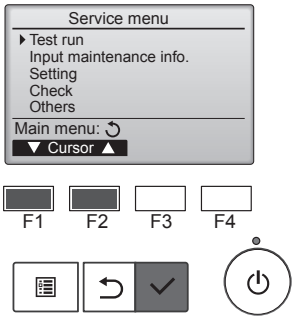

Fig. 7-1
① Seleccione “Test run” (Testar funcio.) no menu Serviço e prima o botão [OK]. (Fig. 7-1)